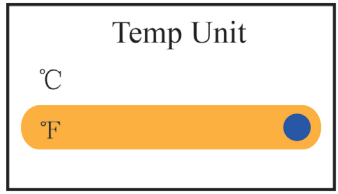

Figure 4.10I TEMP unit setup
- Factory Default: Enter into the factory default setting, as shown in figure 4.10I.